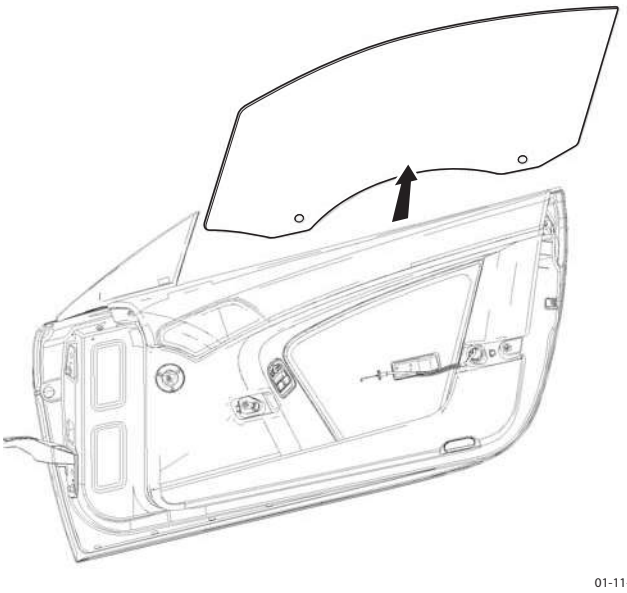

Figure 3
4. Hold glass firmly and lift out of door, place on protective material in a safe place (see Figure 3).